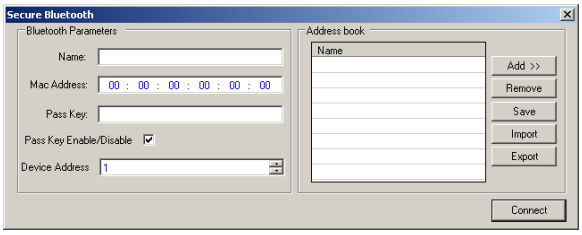

Figure 4-37 Secure Bluetooth Setup Screen
1. Select **Connect/Bluetooth** from the TapTalk® toolbar. TapTalk will display the "Secure Bluetooth" dialog screen (Figure 4-37).